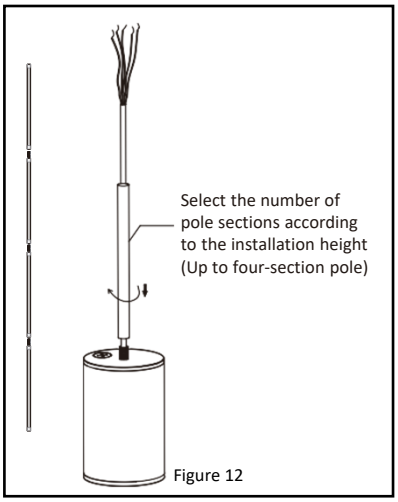

Figure 12
2. Attach the pendant poles to the fixture using the supplied hollow studs by threading the cord through each piece. ***See Figure 12.***